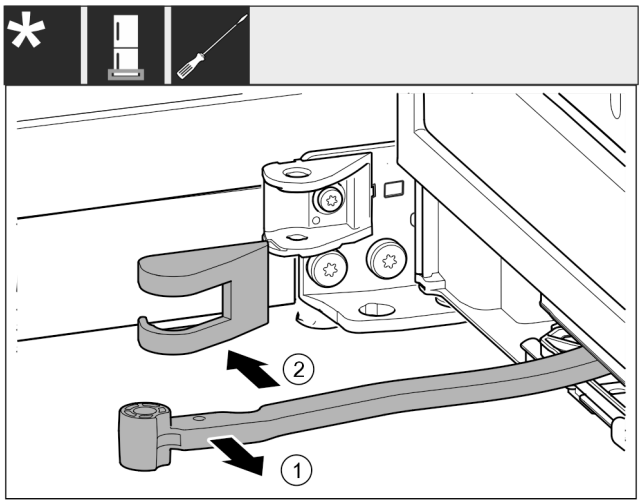

Fig. 15
▶ Turn the joint *Fig. 15 (1)* towards the door.
▶ Remove the swap bearing block cover *Fig. 15 (2)*.